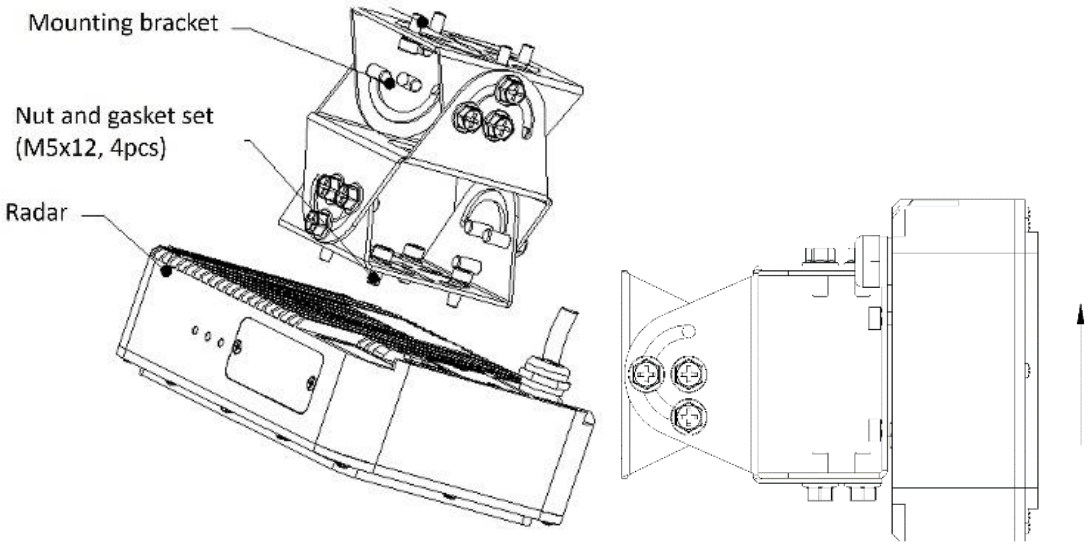

Figure 4 Example of the mounting bracket
1) **Secure the radar.** Mount the radar on the wall or the pole using a mounting bracket. The mounting bracket is not in the package. It is recommended to use the mounting bracket as illustrated in Figure 4 to mount the radar. Please note that it is very important to firmly secure the radar and avoid any vibration.